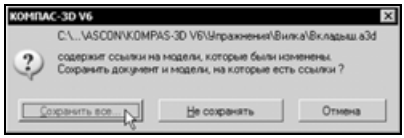

Рис. 7.101
- Сохраните документ на диске и закройте его окно. В ответ на запрос системы о сохранении внесенных изменений, нажмите копку **Сохранить все** (рис. 7.101).